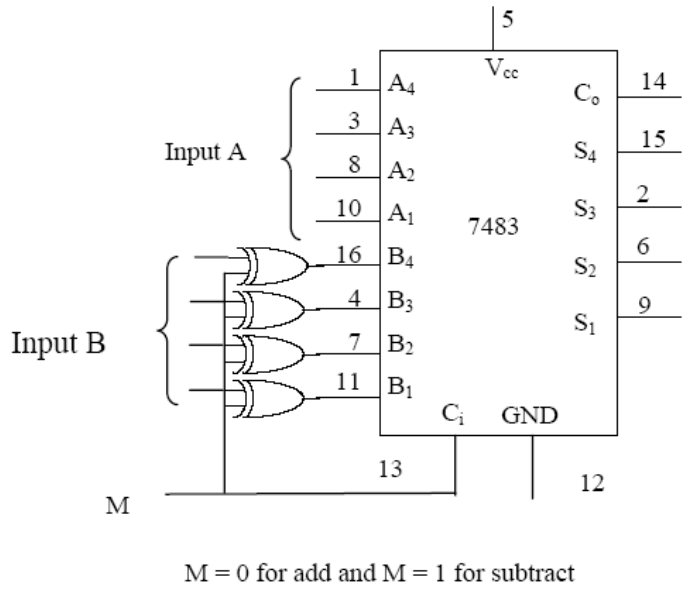

Fig. 7.2 4-bit adder/subtractor
The subtraction of two binary numbers can be done by taking the 2's complement of the subtrahend and adding it to the minuend. The 2's complement can be obtained by taking the 1's complement and adding 1. To perform A - B, we complement the four bits of B, add them to the four bits of A, and add 1 to the input carry. This is done as shown in Fig 7.2. Four XOR gates complement the bits of B when the mode select M = 1 (because x .1=x') and leave the bits of B unchanged when M = 0 (because x .0=x) thus, when the mode select M is equal to 1, the input carry Ci is equal to 1 and the sum output is A plus the 2's complement of B. When M is equal to 0, the input carry is equal to 0 and the sum generates A + B.
d. Connect the adder-subtractor circuit as shown in Fig 7.2. Perform the following erations and record the values of the output sum and the output carry Co.